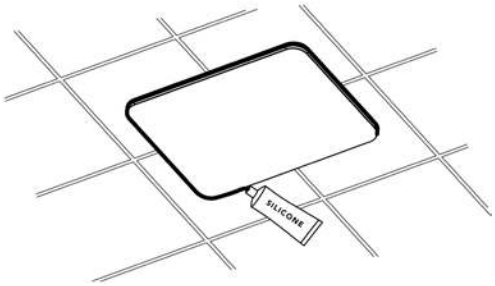

Figure 14
5. Apply a bead of silicone around the perimeter of the fixture **(Figure 14)** as required to create a moisture seal between the fixture and the steam room ceiling. Use tape or other means as required to keep the fixture in position as the silicone cures, for 24 hours.